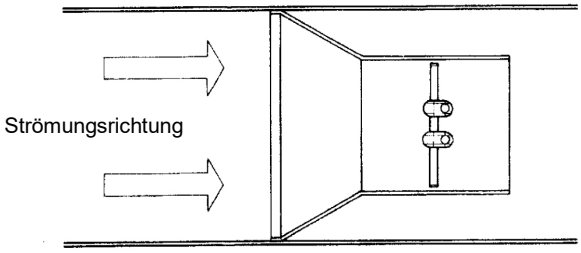

Abb. 3b: Empfohlene Verjüngung
- Eine örtliche Verjüngung ist nützlich zur Erhöhung der Druckdifferenz bei niedrigen Geschwindigkeiten (Bild 3b).